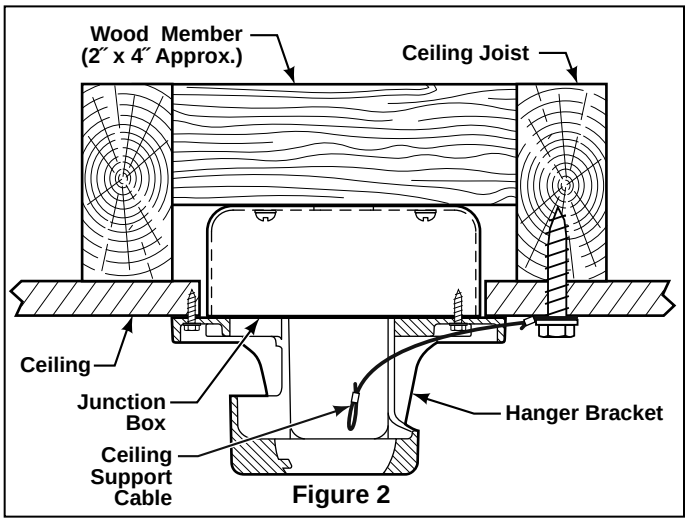

Figure 2
1. Using the ⅜″ x 2″ lag bolt and flat washer, attach safety cable to ceiling joist or wood structural member. The lag bolt will pass through the flat washer, safety cable loop, and into the building structure (Figure 2). You will first drill a ¼″ pilot hole into the building structure to prevent splitting or cracking.
NOTE: *Ceiling support cable must be fastened between flat washer and ceiling member (Figure 2).*